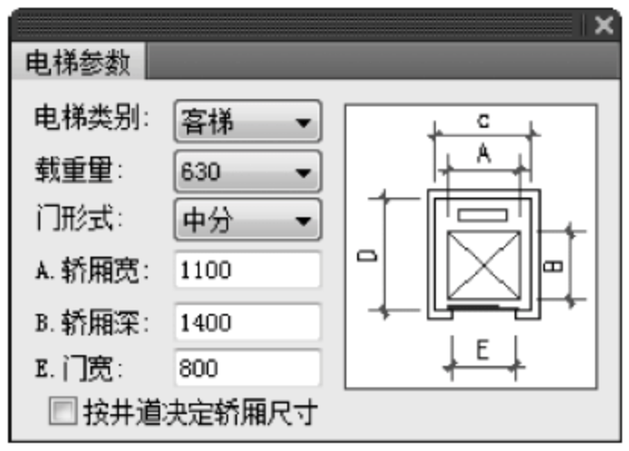

图 7-31 “电梯参数”对话框
(1) 选择菜单栏中的“楼梯其他”→“电梯”命令，打开“电梯参数”对话框，按图 7-31 设置参数，在绘图区域单击，命令行提示如下。
(2) 选择菜单栏中的“楼梯其他”→“电梯”命令，打开“电梯参数”对话框，按图 7-31 进行设置。在绘图区域单击，命令行提示如下。